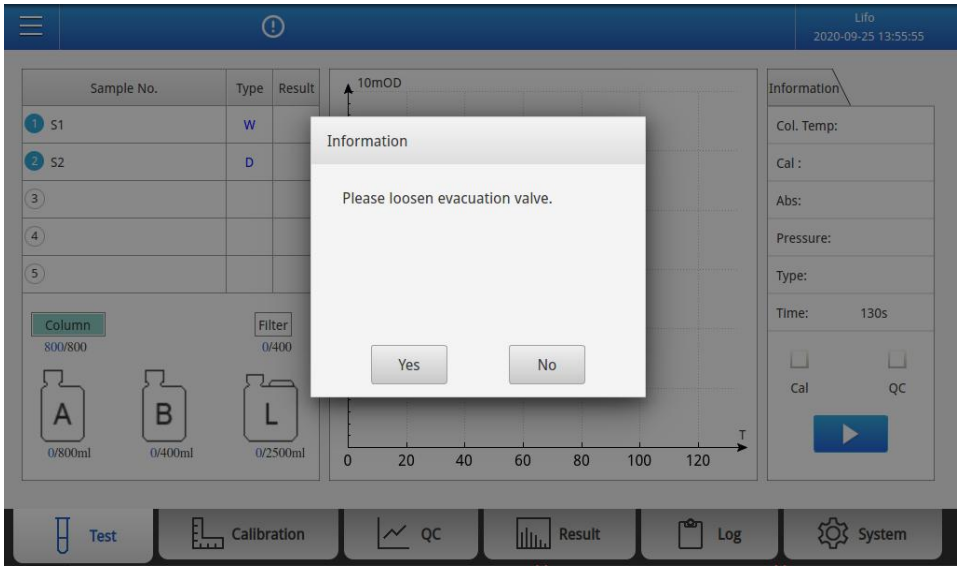

Fig. 5-14 After click “Replace”button
2)Replace with new eluent A and click “**Replace**” button. The **Fig. 5-14** will be displayed.